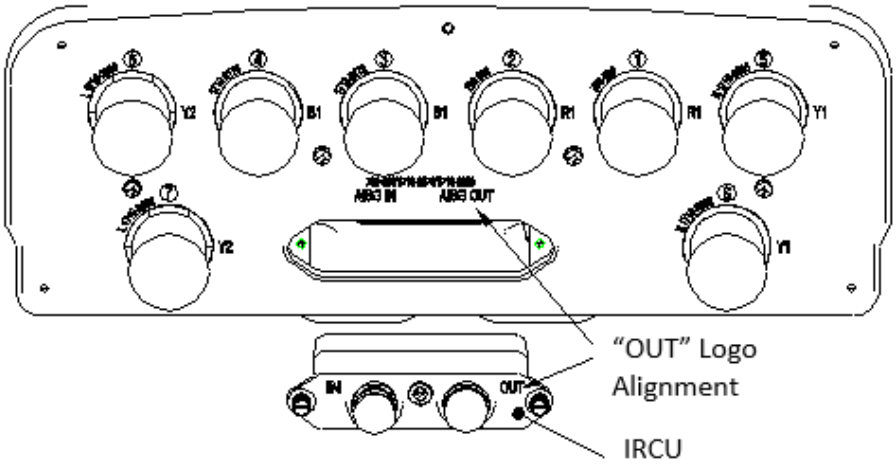

Figure 3-1 IRCU Installation
a) As shown in Figure 3-1, "AISG OUT" logo on Antenna cover need to align with IRCU “IN” and “OUT”, then insert IRCU into antenna mounting slot.